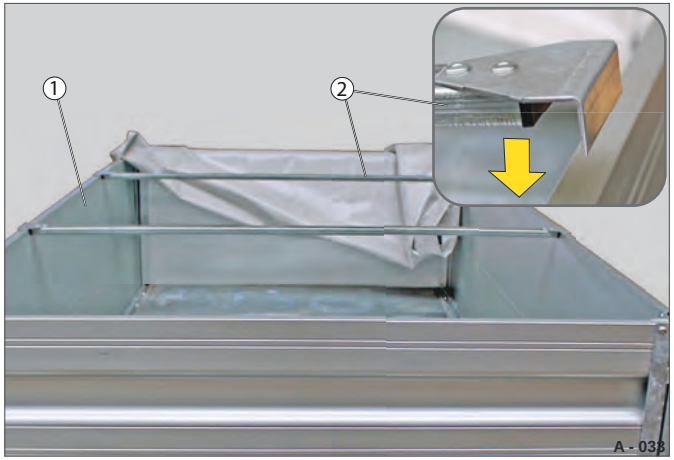

Fig. 58 Tværstiver anbragt
▶ Sæt tværstiveren (Fig. 58 /2) på sidekantpladerne (Fig. 58 /1).